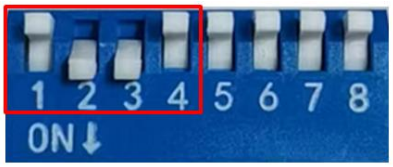

图 6.40 外部 PWM 开环拨码开关设置
- 将拨码开关设置为 SW4=OFF（选择开环运行模式），SW1=OFF，SW2= ON，SW3= ON（选择外部 PWM 控制方式），如图 6.40。